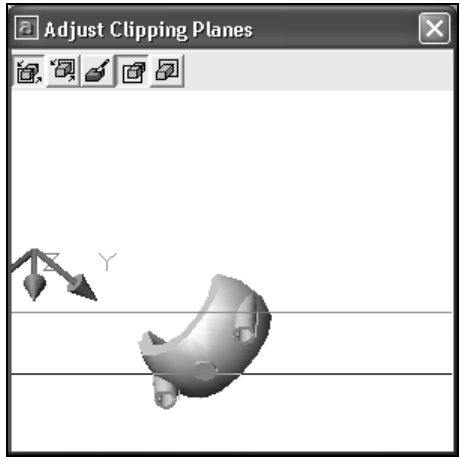

Рис. 12.15. Диалоговое окно **Adjust Clipping Planes**
- **Adjust Clipping Planes** (Регулировка секущих плоскостей) — позволяет выполнить срезы на объекте одной или двумя плоскостями, параллельными плоскости экрана. При этом открывается одноименное окно для управления операцией (рис. 12.15). На ПИ этого окна представлены пять кнопок для задания режимов операции:
В этом окне (см. рис. 12.15) изображен объект. Поперек окна горизонтально проведена линия следа секущей плоскости. При перемещении указателя мыши по этому окну при нажатой левой кнопке мыши горизонтальная линия распадается на две: черная принадлежит следу передней секущей плоскости, а зеленая — следу задней секущей плоскости. В зависимости от включенного на ПИ режима перемещается линия передней, задней или обеих секущих плоскостей.